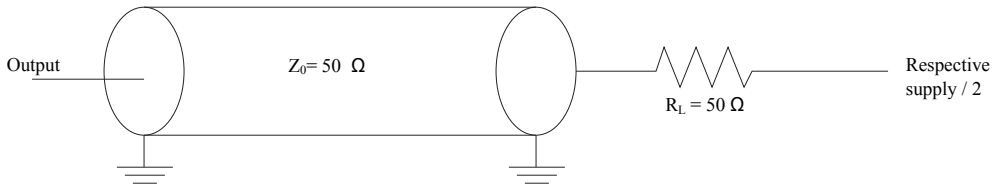

Figure 37. AC test load for FlexSPI
2. See Figure 37.
2. For DDR, Unit Internval (UI) is half of period. For example, 5 ns for 100 MHz
4. See Figure 37.